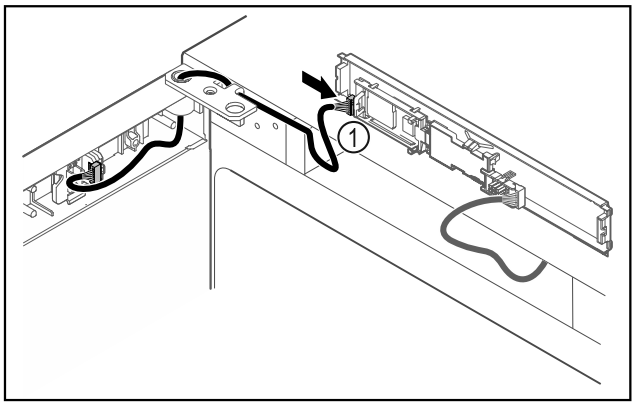

Fig. 43
▶ Подключите штекер *Fig. 43 (1)* к панели.